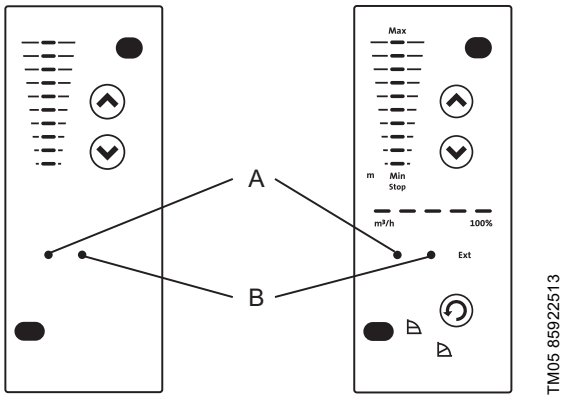

Рис. 85 Положение световых индикаторов
Световая индикация зелёного (A) и красного (B) цвета на панели управления насоса и внутри клеммной коробки предназначена для отображения рабочего режима насоса. См. рис. 85.